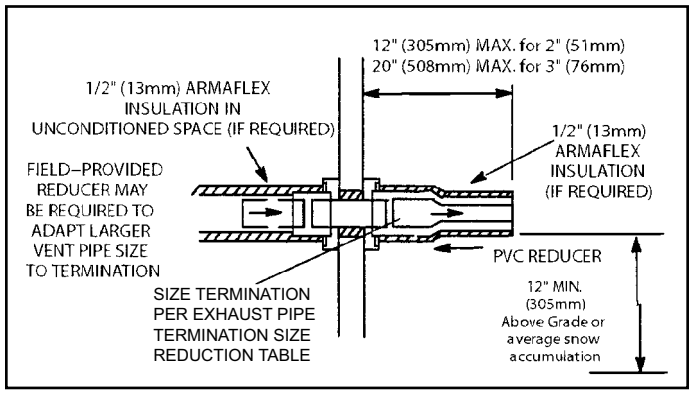

Figure 46. Non-Direct Vent Field Supplied Wall Termination
2. On field supplied terminations for side wall exit, exhaust piping may extend a maximum of 12 inches (305 mm) for 2” PVC and 20” (508 mm) for 3” (76 mm) PVC beyond the outside wall. See Figure 46.